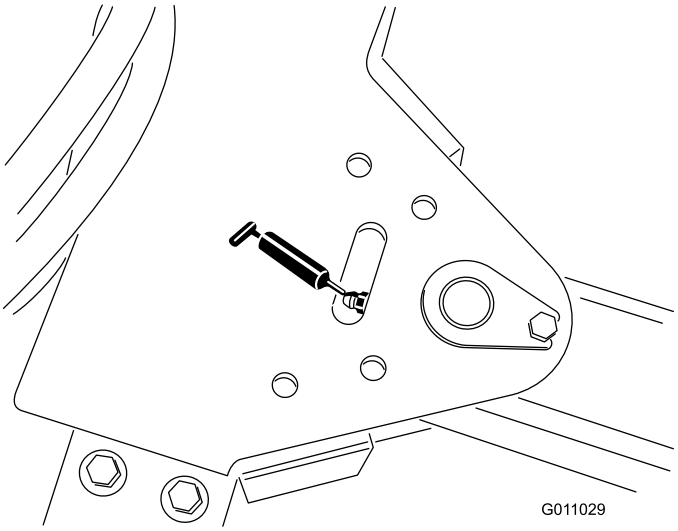

Figur 36
- Koblingsarmaksel (1) (Figur 36).